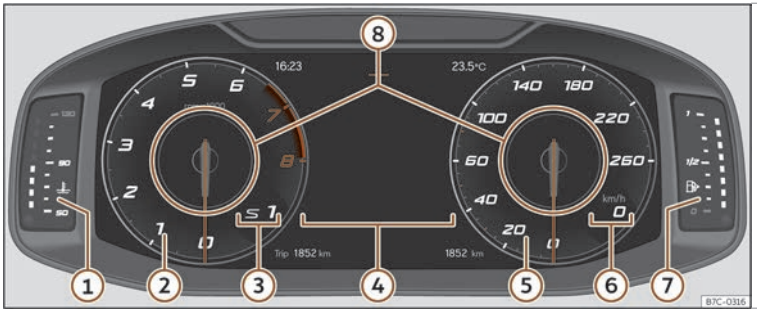

Fig. 50 Digital Cockpit no taboleiro de instrumentos (vista clásica).
En todas as vistas tense a posibilidade de personalizar a información que aparece nos **Perfís de información**>>> **fig. 50 ⑧**.
As agullas de revolucións por minuto e velocímetro aparecen en toda a súa lonxitude ››› fig. 50.